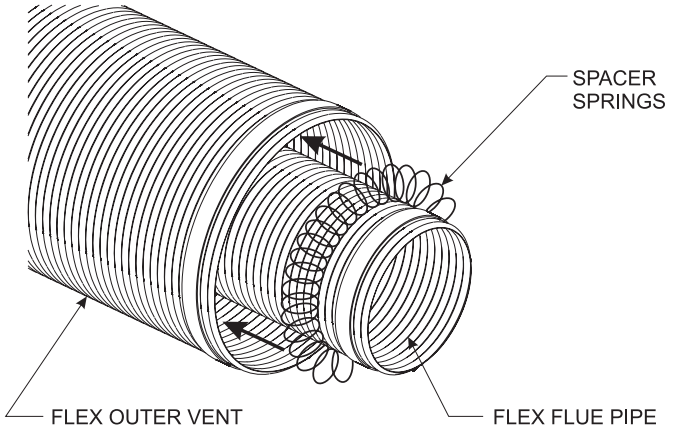

Figure 68
2. Check to see that the vent spacer springs are located around the flue vent at 8” intervals along its length. **See Figures 68 & 69.** If not, stretch the spacer springs to about 15” long and wrap them around the flue, then interlock the ends of each spring. Maintain equal distance between spring spacers.